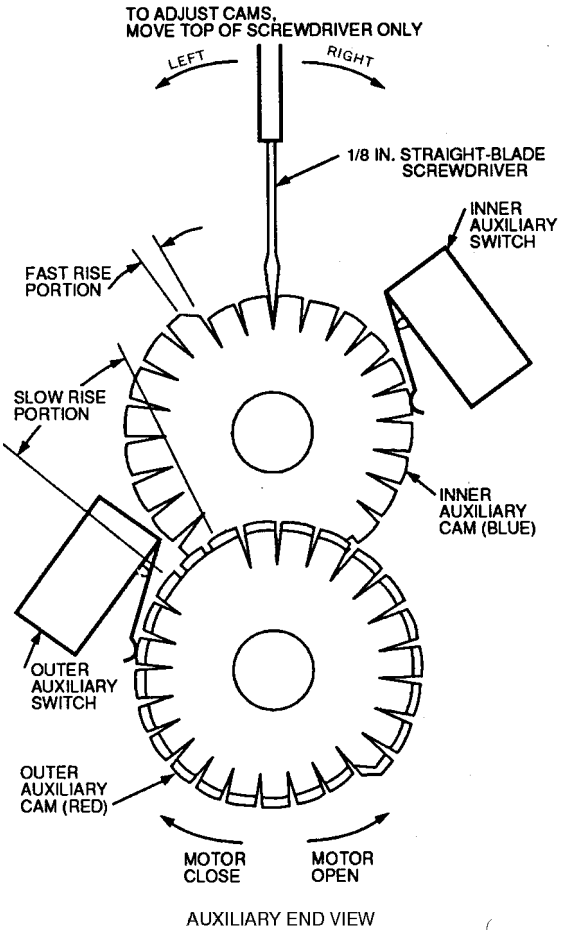

Fig. 61 — Auxiliary Switch Adjustment
4. Adjust auxiliary cam by inserting a ⅛-in. straight blade screwdriver into slot on cam and moving TOP of screwdriver to the right or left. See Fig. 61.